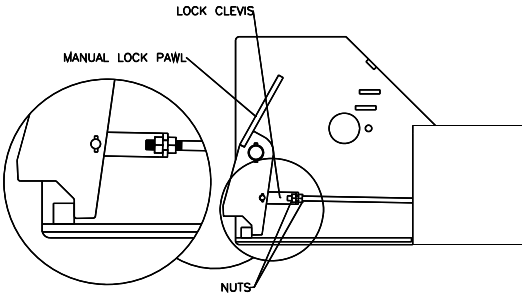

Fig 4 – Lock Clevis
4) Check the lock release bar to ensure it is secure and that the lock pawl is in the correct position as shown in **Fig 4**. Adjust if necessary. Verify the lock moves freely and make sure the lock pawl return spring doesn't over-travel and interfere with Lock Ladder.
40) Raise lift to working height and lower lift onto locks. Attach the mechanical lock bar to both cross beams using the hairpin cotter pins, make sure the lock bar is positioned onto the saddle/hook inside the runway. **Verify the mechanical lock release moves freely, and lock pawl return spring doesn't interfere with Lock Ladder. (See Fig 4)**